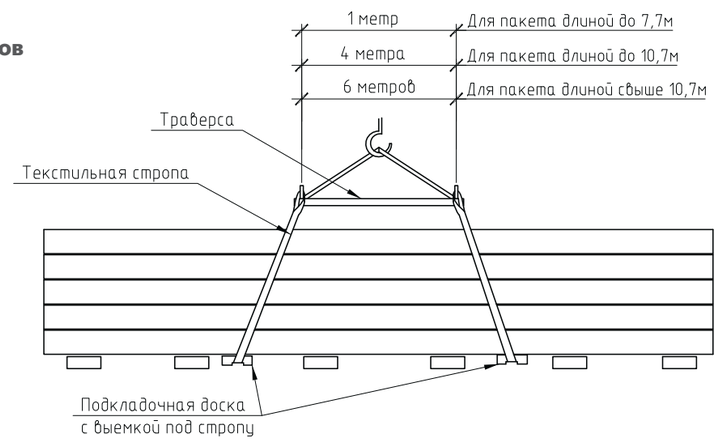

Рис. 5. Строповка пакета с применением траверсы
- более 10700 мм используется траверса 6 м (рис. 5).